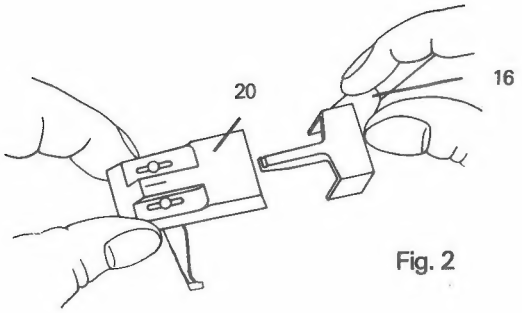

Fig. 2
1.4 Einsetzen des Tonkopfschlittens (Fig. 2)
Der Tonkopfschlitten ist mit einem ELAC-Magnet-Tonabnehmersystem ausgerüstet und bereits im Werk justiert worden. (Einbau eines anderen Systems siehe Abschnitt „Service".) Die Diamant-Nadel ist durch eine Plastikabdeckhaube geschützt, die erst kurz vor dem Ausbalancieren (siehe 1.6.1) nach vorn geklappt werden soll. Der Tonkopfschlitten wird entspr. Fig. 2 in den Tonarmkopf hineingeschoben, wobei gleichzeitig die Verbindungen zu den Tonarmanschlußleitungen hergestellt werden.